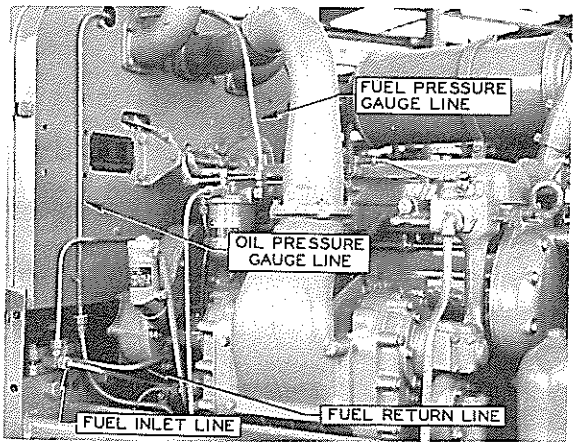

FIG. 4
11. Disconnect fuel pressure gauge line at top of fuel filter, care must be taken not to twist flexible hose. Fig. 4.
12. Disconnect oil pressure gauge line at union at rear right side of motor. Fig. 4.
14. Disconnect fuel oil inlet line from transfer pump. Fig. 4.
15. Disconnect fuel oil return line at rear of fuel manifold. Fig. 4.